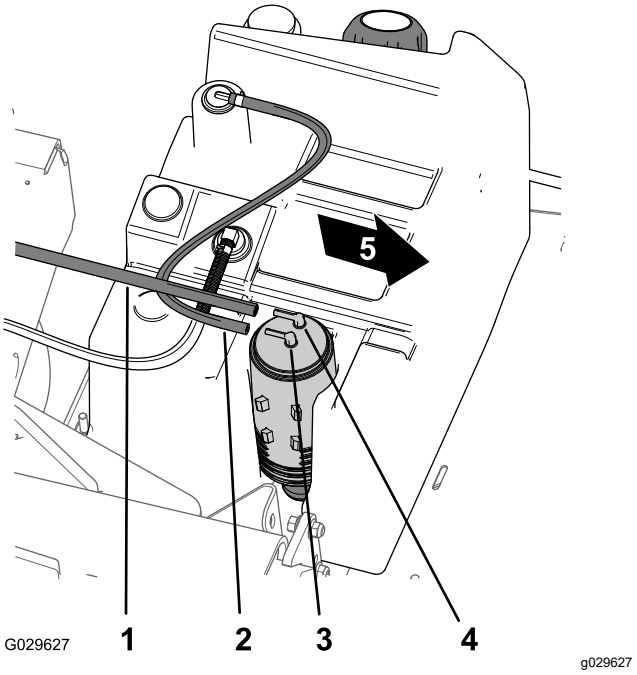

Figur 49
1. Fjern vakuumslangen fra fittingen på kulfilterbeholderen med betegnelsen Purge (Figur 49).
2. Fjern brændstoftankens slange fra fittingen på kulfilterbeholderen med betegnelsen Fuel Tank (Figur 49).
8. Monter vakuumslangen på fittingen på kulfilterbeholderen med betegnelsen Purge, og brændstoftankens slange på fittingen med betegnelsen Fuel Tank (Figur 49).